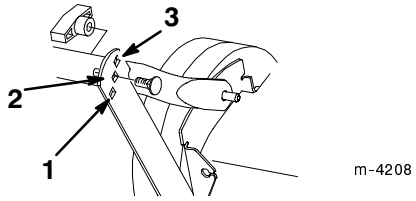

**Figure 12**
The handle has three height positions: high, medium, and low (Fig. 12). Select a handle height position that is most comfortable for you.
1. Remove the handle bolts and knobs from the lower handle section and the support brackets (Fig. 12).
2. Secure the handle to the support bracket with two handle bolts installed from the outside and two knobs, using the height adjustment holes on the brackets that best fits your height (Fig. 12).